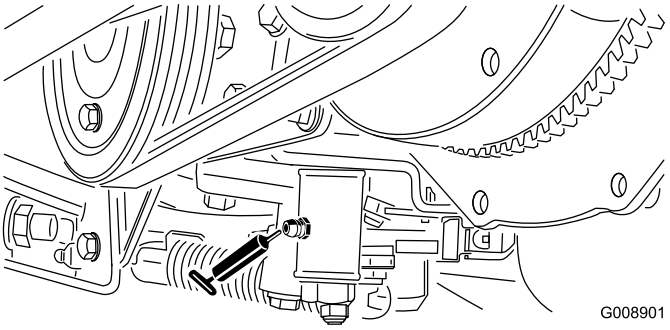

Figuur 54
- Afstelmechanisme neutraalstand (Figuur 54)